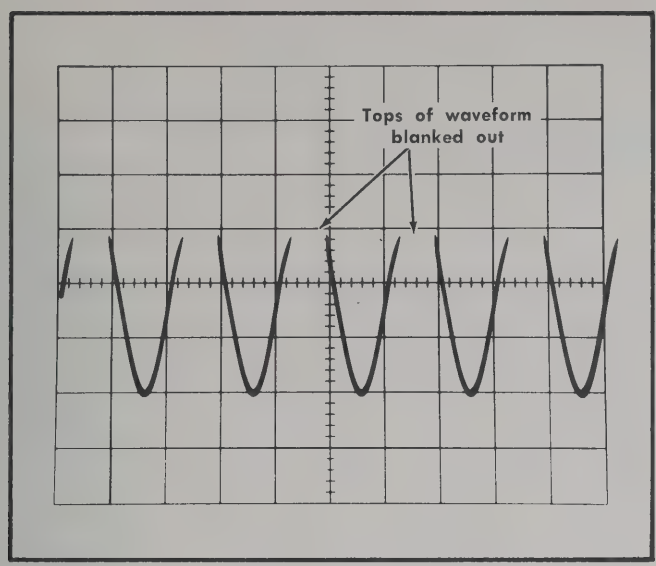

Fig. 5-20. Typical CRT display showing correct external blanking.
d. CHECK—The positive peaks of the displayed signal should be blanked with a normal INTENSITY control setting (see Fig. 5-20).